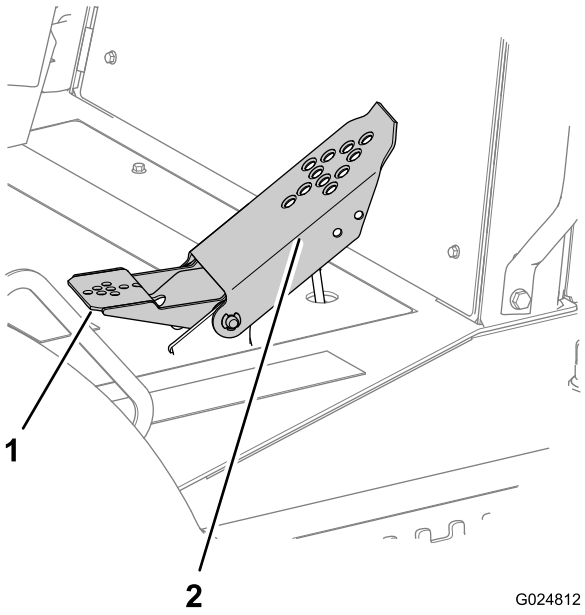

Figura 45
- Empurre para baixo a parte superior do pedal para mover a máquina para frente (Figura 45).
- Empurre para baixo a parte inferior do pedal para mover a máquina para trás (Figura 45).
- Para reduzir a velocidade da máquina ou pará-la, mova o pedal para a posição Neutro (Figura 45).